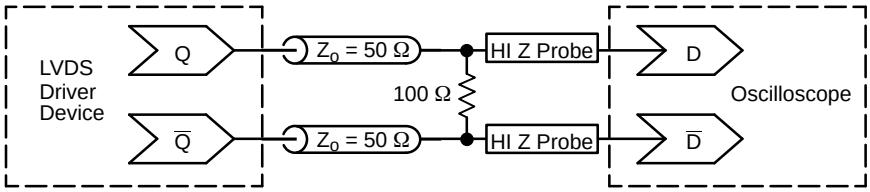

Figure 20. Typical LVDS Termination for Output Driver and Device Evaluation
5. LVDS outputs require 100 Ω receiver termination resistor between differential pair. See Figure 20.
12. Measured by forcing $V_{INPPmin}$ with 50% duty cycle clock source and V_{CC} − 1400 mV offset. All loading with an external R_L = 100 Ω. Input edge rates 150 ps (20%−80%). See Figure 20.